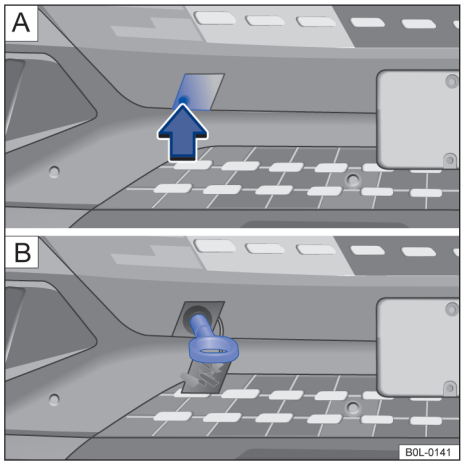

图 126 前保险杠上右侧：[A] 取下盖板 [B] 已拧入牵引环
- 沿箭头方向按压盖板的右侧区域 →图 126 [A]，松开盖板的卡止件。
- 将牵引环**沿逆时针方向**牢固地拧入支座中 →图 126 [B] →ⓘ。用一个合适的器具，将牵引环充分而牢固地拧入支座中。